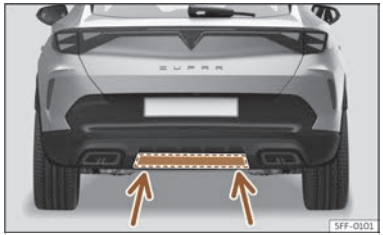

Fig. 87 Lower sensor detection area.
- If the rear lid fails to open, repeat the procedure after a few seconds. The detection zone of the lower sensor may not have been reached ››› **Fig. 87**.